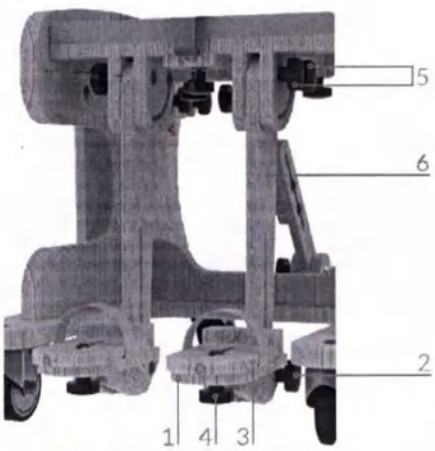

Рис. 8 – Регулировка подножки
Подножка (рис. 8)
2. Ослабив барашки (5) (см. рис. 8) поднимите направляющие (6) максимально вверх так, чтобы сиденье и направляющие лежали в одной плоскости. Закрутите барашки (5).